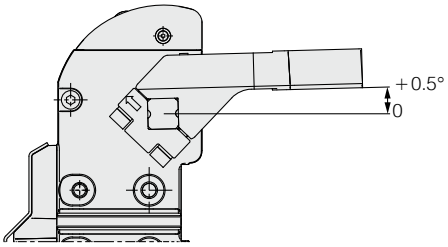

图1
2) 如图1所示，夹紧端有0～＋0.5°的机械偏差。请务必通过外部垫片进行调整。参照P.36.